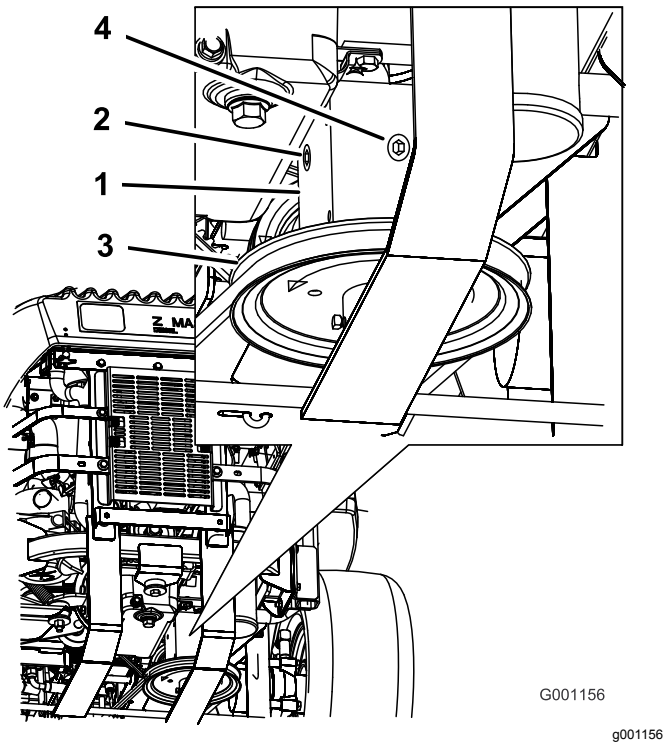

Figur 62
4. Fjern proppen på siden af eller bag på gearkassen (Figur 62).